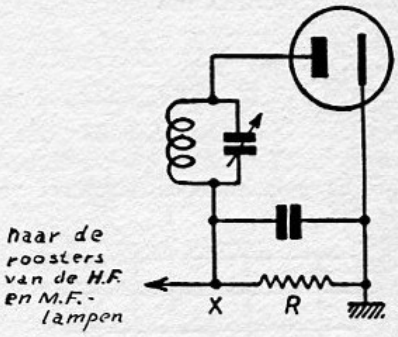

Fig. 105. Al naar gelang van de gemiddelde sterkte der tonen wordt het punt X meer of minder negatief ten opzichte van de kathode.
W. — Bekijk dit schema van de diode-detectie dan eens, dat je al lang kent (fig. 105). Het punt in kwestie is het uiteinde X van den weerstand R. De door de diode gelijkgerichte H.F.-stroom verwekt daar ten opzichte van „massa" een negatieve spanning. Die spanning is grooter naarmate de *gemiddelde* sterkte van de aan de diode doorgegeven trillingen grooter is.